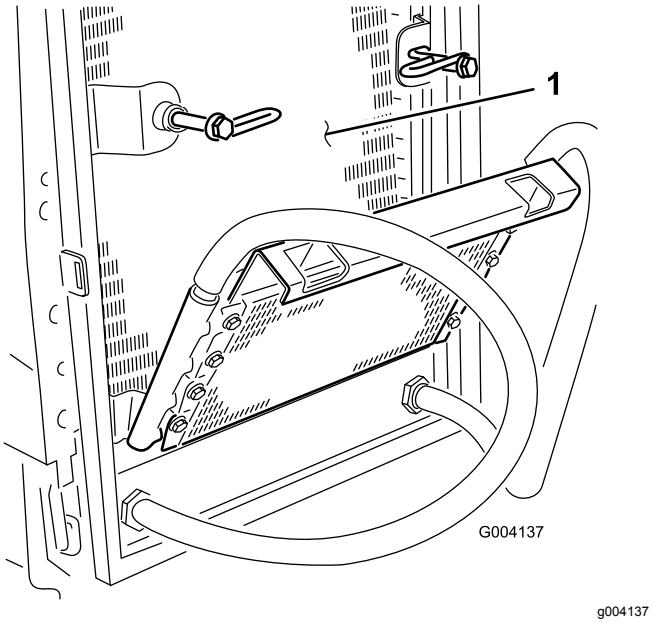

Figuur 67
6. Reinig beide zijden van de oliekoeler en de radiateur grondig Figuur 67) met perslucht.